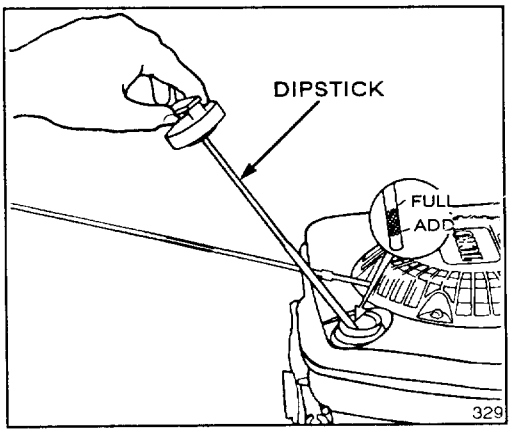

Figure 7
Before each use, ensure oil level is between FULL and ADD marks on dipstick (Fig. 7). Add oil if level is low.
3. Wipe dipstick and insert it into filler neck. Rotate cap clockwise 1/4 turn. Then remove dipstick and check level of oil on side of dipstick with FULL and ADD marks (Fig. 7). If level is low, add only enough oil to raise level to FULL mark on dipstick. **DO NOT FILL ABOVE FULL MARK BECAUSE ENGINE COULD BE DAMAGED WHEN STARTED. POUR OIL SLOWLY.**
1. CHECK OIL LEVEL—Maintain oil level between ADD and FULL marks as shown on dipstick (Fig. 7).